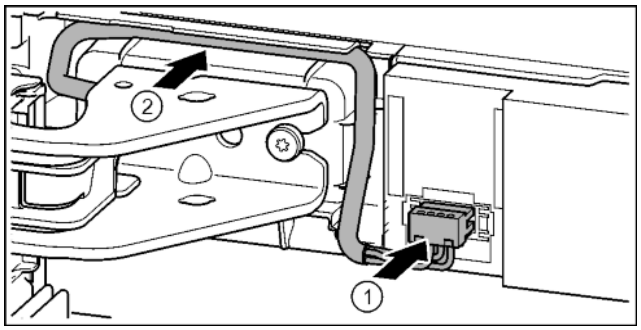

Fig. 35
▶ Zacvakněte zástrčku nad horním stojanem ložiska a kabelové prameny opatrně vložte do kanálu. *Fig. 35 (1)*
▶ Šedý kabel opatrně položte ve vedení nad horním stojanem ložiska. *Fig. 35 (2)*